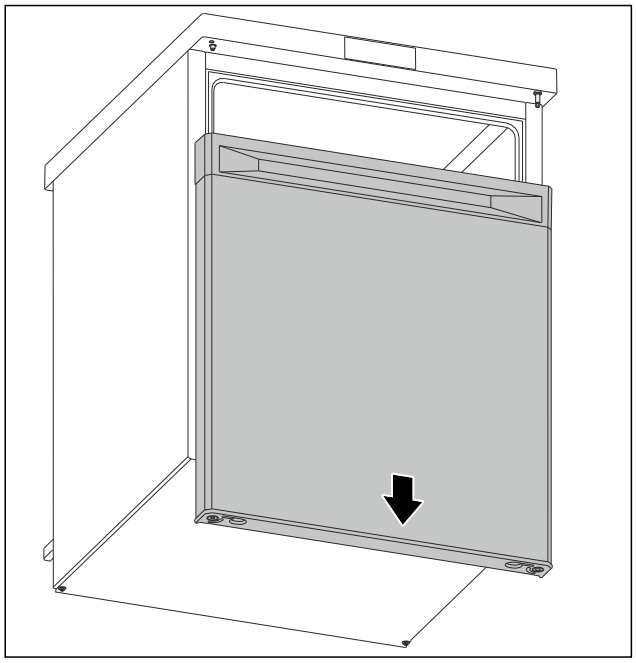

Fig. 6
- ▶ Ta av dörr nedåt. (se Fig. 6)